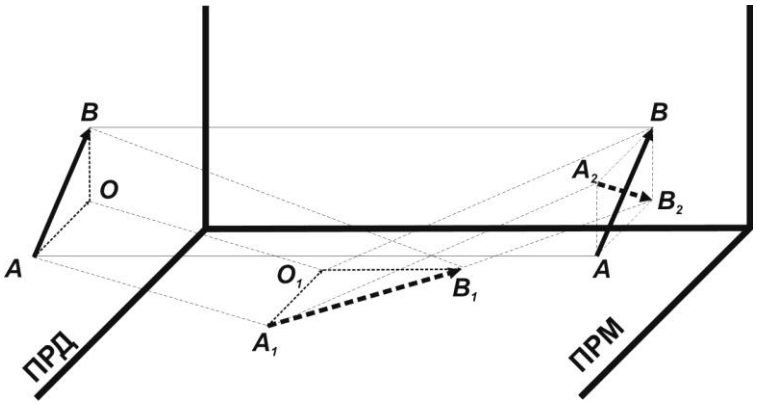

Рис. 6.1
6.1.1 Принцип работы извещателя запатентован («Радиоволновой способ обнаружения объектов», Патент РФ №2348980) и основан на обнаружении нарушителя по вызываемому им изменению параметров соответствующим образом поляризованного электромагнитного поля. Плоско поляризованное электромагнитное поле (ЧЗ) формируется между БПРД и БПРМ в виде вытянутого эллипсоида вращения, причем вектор поляризации **АВ** (см. рис. 6.1) формируется под углом ≈45° по отношению к прилегающим поверхностям (земле, заграждению и т. п.). Отраженные от поверхностей волны (вектор $\mathbf{A_2B_2}$) попадают на антенну **ПРМ** под углом ≈ 90° по отношению к ее собственному вектору поляризации **АВ**.В результате вклад отраженного сигнала в суммарный сигнал на выходе приемной антенны **ПРМ** ничтожно мал. При пересечении ЗО нарушителем происходит изменение параметров поля. Причем отраженные от прилегающих поверхностей волны вторично отражаясь от нарушителя, попадают на приемную антенну **ПРМ** под углом ≈ 0° по отношению к ее собственному вектору поляризации **АВ**. В результате вклад вторично отраженного сигнала в суммарный сигнал на выходе приемной антенны **ПРМ** значителен. Ввиду того, что сигнал, излученный БПРД и отраженный от заграждения или нарушителя невидим для БПРМ, ЗО формируется другим образом. Для того, чтобы «стать видимым», сигнал от БПРД должен отразиться от объектов четное число раз. Чем ближе ось ЧЗ (линия межу центрами БПРД и БПРМ) к отражающей поверхности, например к заграждению или стене, или предмету, тем «сильней» отраженный сигнал, тем шире будет ЗО. К тому же, отражающая поверхность не идеально гладкая, что приводит к некоторому угловому рассеянию, ЗО как бы выравнивается в сечении, «отходя» по форме от эллипсоида враще-